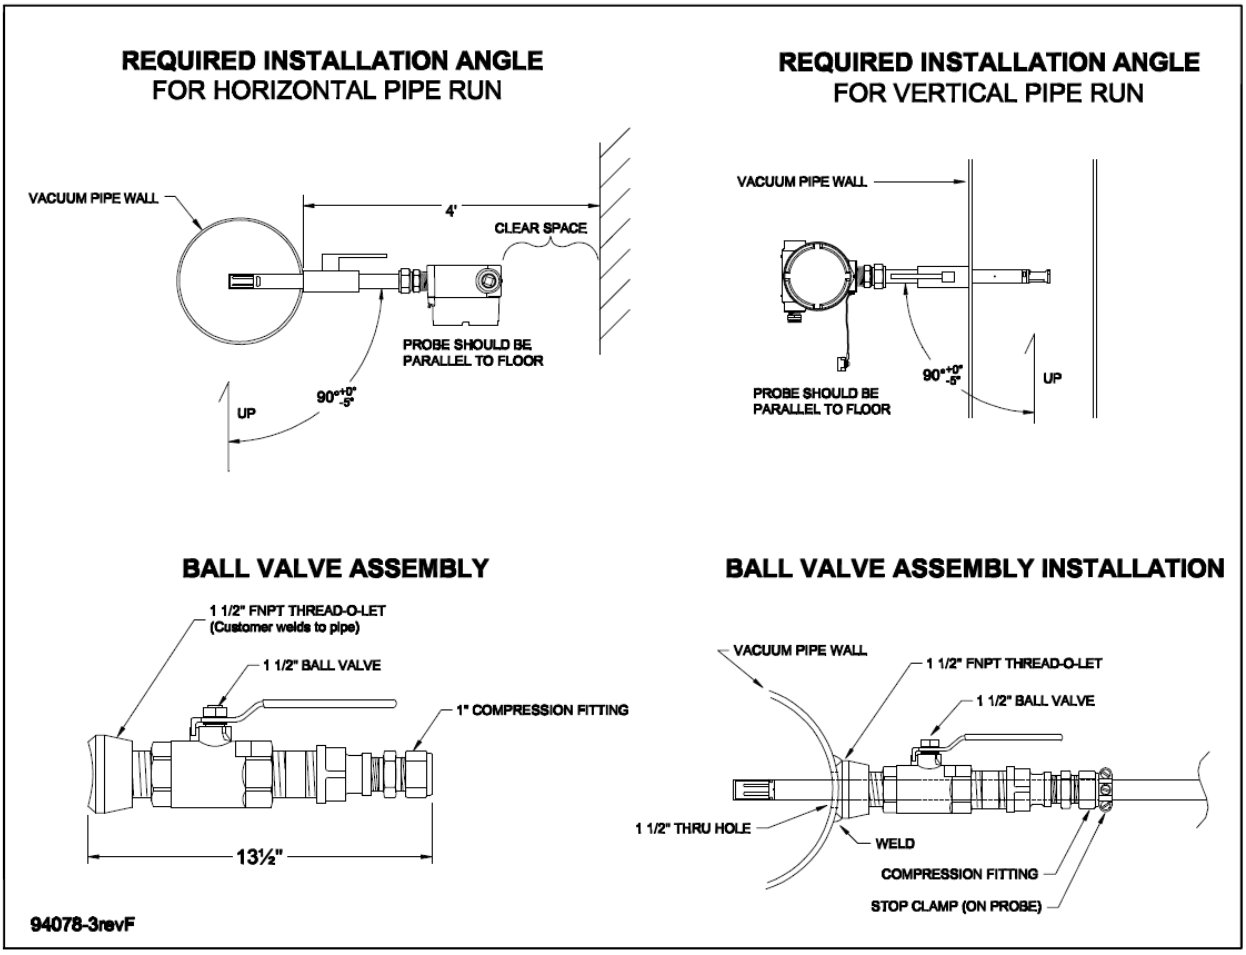
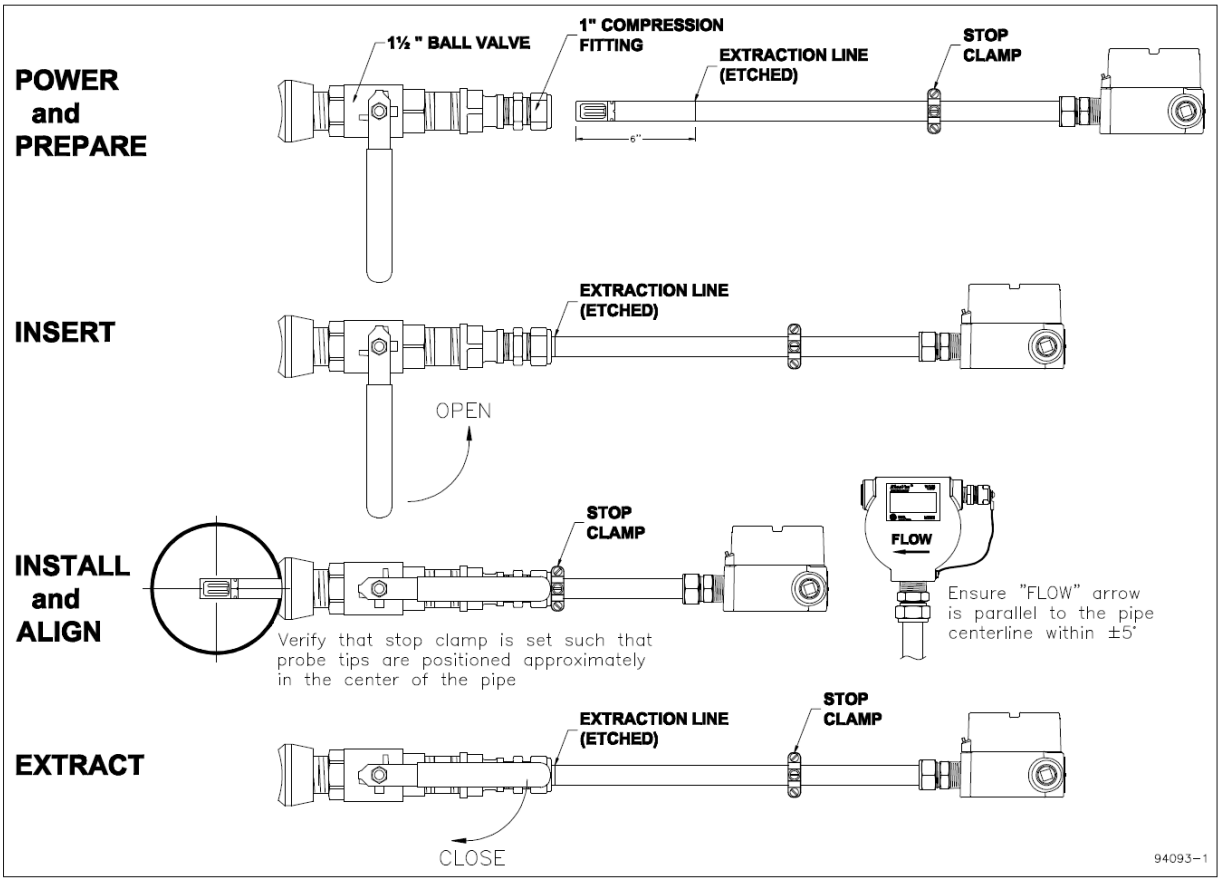

Figure 2: *RheoVac* MSP ball valve assembly installation detail
Figure 3: Installing and removing probe instruments
3. Verify there is a minimum probe insertion clearance of 4 feet (1.3m) between pipe surface at the tap location and any obstruction, refer to Figure 2.
4. Verify installation site is parallel to the floor, refer to Figure 2.
2. Install mounting hardware. Drill a 1½" through-hole, center the thread-o-let over the hole and weld it onto the condenser vacuum pipe (see Figure 2). Thread the ball valve assembly into the thread-o-let. Use thread tape or pipe dope to seal the connection (Alternate: weld thread-o-let to pipe wall, then drill a 1¼" hole in pipe wall using a hot tap drill).
3. Make sure the probe installs parallel to the floor (see Figure 2).
2.1.1.3 Installing/Removing Probe Instruments – refer to Figure 3
2. **Prepare** each probe. Verify stop clamp location (see Figure 3). It is important that the stop clamp is securely in place which determines the position of the multi-sensor assembly and ensures that the probes do not contact the opposite pipe wall. Contact with the pipe wall could damage the probe. The clamp's location is set at the factory and is marked with a groove on each probe shaft. This location roughly places the thermal mass flow elements (two metal probe tips) in the center of the pipe. Refer to this mark if a stop clamp is inadvertently moved. Loosen the compression nut on the thermocouple connector of the ball valve assembly and clean the inner surface of the thermocouple connector to ensure it is free of particles that may cause probe damage.
6. When removing the probe, loosen the compression nut on the thermocouple connector of the ball valve assembly and slowly extract the probe until the Extraction Line is visible (see Figure 3). This indicates that the probe is clear of the ball valve. Close the ball valve, then remove the probe from the assembly.
The PT probe(s) is installed through a ball valve similar to that shown in Figure 2 and Figure 3. Special instructions, where applicable, are provided by Intek (see SECTION 8 - CUSTOM INFORMATION).